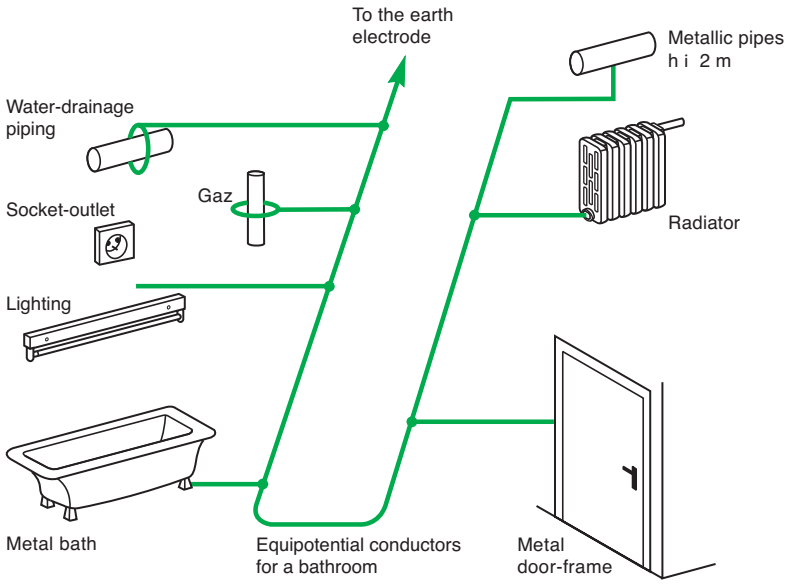

***Fig. P19** : Supplementary equipotential bonding in a bathroom*
2.2 Equipotential bonding (see **Fig. P19**)